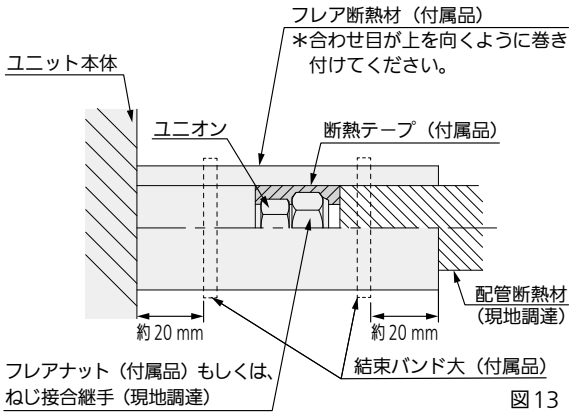

図 13
- 図13に従って液管・ガス管とも、断熱してください。フレアナット部もしくは、ねじ接合継手部に断熱テープ（付属品）を巻き付けてください。配管接続部にはフレア断熱材（付属品）を隙間がないように巻き付け、結束バンド大（付属品）で締め付けてください。結束バンドの余分な部分は切断してください。